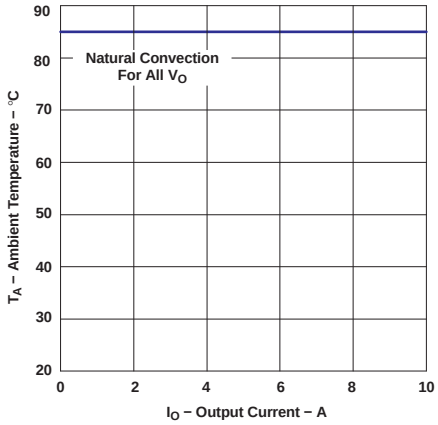

Figure 4.
(2) The temperature derating curves represent the conditions at which internal components are at or below the manufacturer's maximum operating temperatures. Derating limits apply to modules soldered directly to a 100 mm x 100 mm double-sided PCB with 2 oz. copper. For surface mount packages (AS and AZ suffix), multiple vias must be utilized. Please refer to the mechanical specification for more information. Applies to Figure 4.